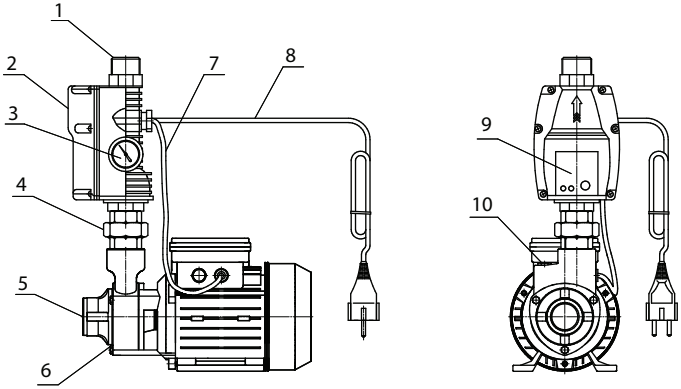

рис.1. общий вид с танции насосной
5.3. Общий вид станции приведен на рис.1.